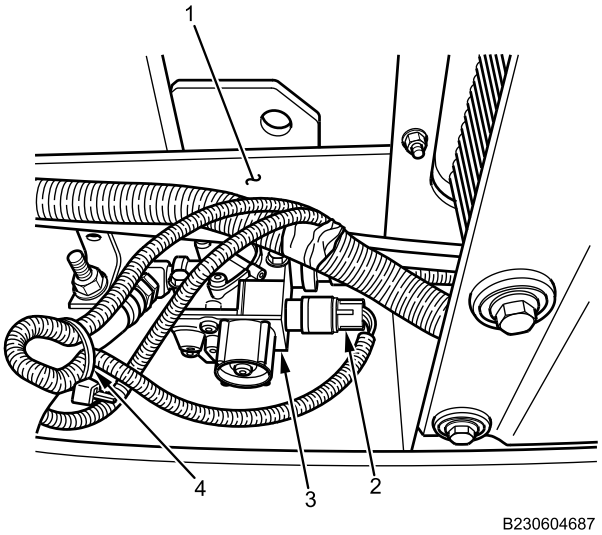

Figure 17. Left Modulator Valve.
11. Connect three-pin connector (Figure 17, Item 2) to modulator valve (Figure 17, Item 3) on left frame rail (Figure 17, Item 1). Secure three-pin connector wiring to harness with new cable lock strap (Figure 17, Item 4).